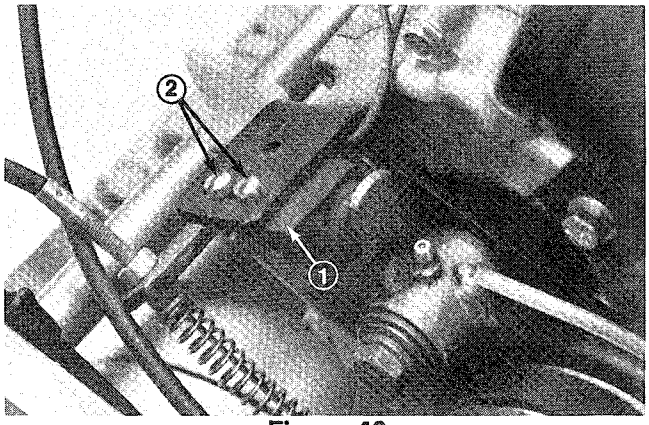

**Figure 40**
2. Loosen (2) switch mounting nuts (Fig. 40) and more switch up until switch contacts are closed. Check continuity with a meter.